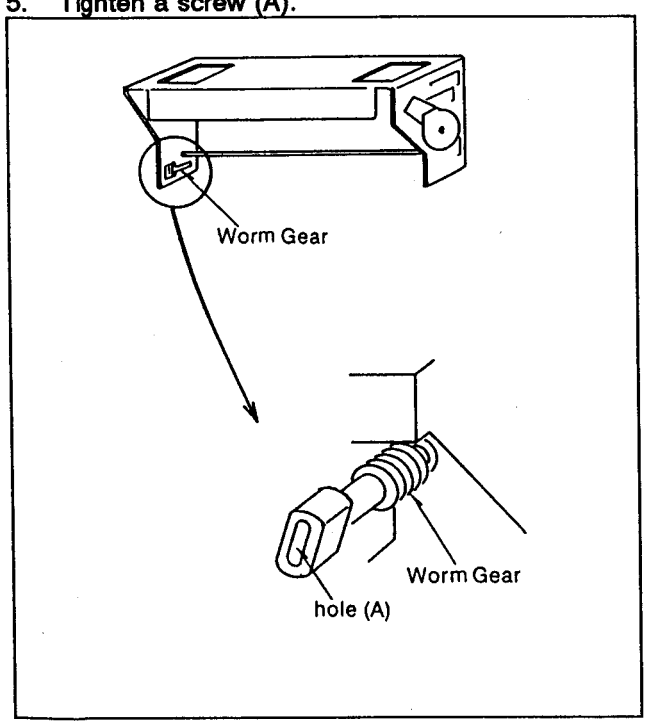
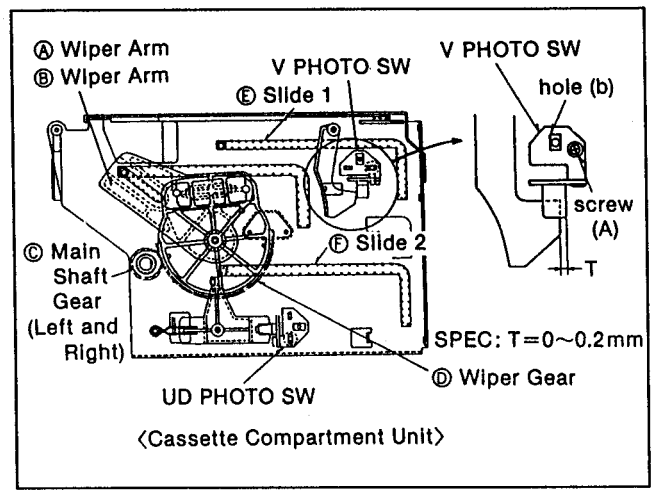

Fig. 6-32-1
Fig. 6-32-2
1. Remove the Front Loading unit (Refer to item 2-3)
2. Insert a screwdriver (negative) into hole (A)(worm gear) and rotate clockwise until cassette holder is down condition as shown in Figure 6-32-1.
3. Loosen a screw (A) and insert a eccentric screwdriver into hole (b).
4. Adjust SW position so that the GAP "T" is 0mm ~ 0.5mm as shown in Figure 6-32-2.
5. Tighten a screw (A).